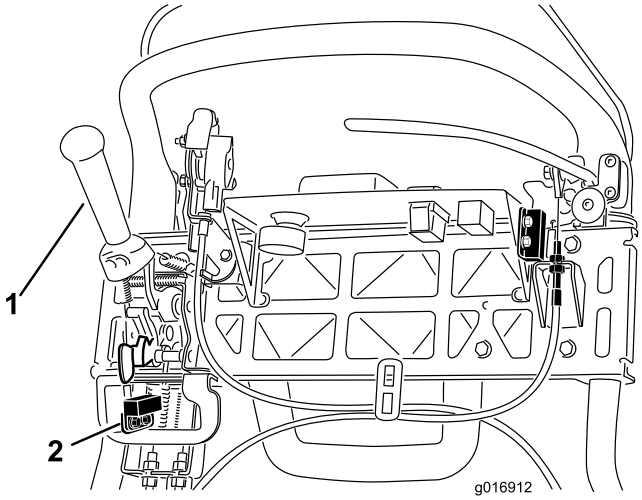

Figuur 38
4. Maak de bevestigingen van de interlockschakelaar los (Figuur 38).
5. Plaats een afstandsring met een dikte van 1,6 mm tussen de tractiehendel en de interlockschakelaar (Figuur 38).